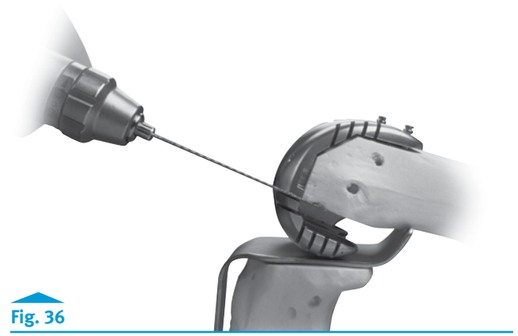

Fig. 36
- Use a 0.050 in. (1.27mm) reciprocating saw blade to make any necessary posterior or distal augment cuts through the cutting slots in the Femoral Provisional/ Cutting Guide **(Figs. 36 and 37)**. Then remove the retractor.